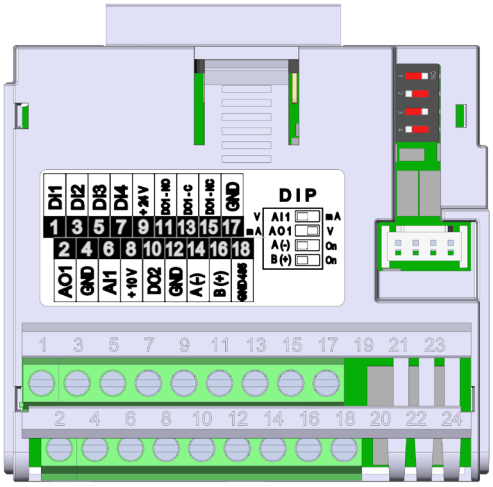

Figure 20.1: *Plug-in module CFW500-IOS*
The CFW500-IOS plug-in module has only Serial (1) interface through RS-485 port at terminals 14 (A-) and 16 (B+), see Figure 20.1 on page 20-1. See also, the GND485 on terminal 18 is isolated from GND on terminals 17 and 4.